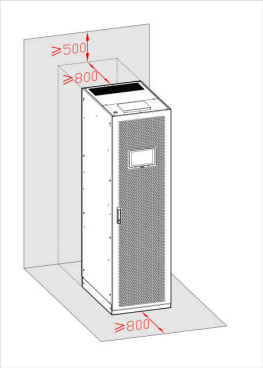

FIGURE 2-1 Minimum clearances, in mm
- Clearances (Figure 2-1): at least 31.5 in (800 mm) in front and behind, 19.7 in (500 mm) above; also the NEC 110.26 working space in front. Air enters at the front and leaves at the rear.